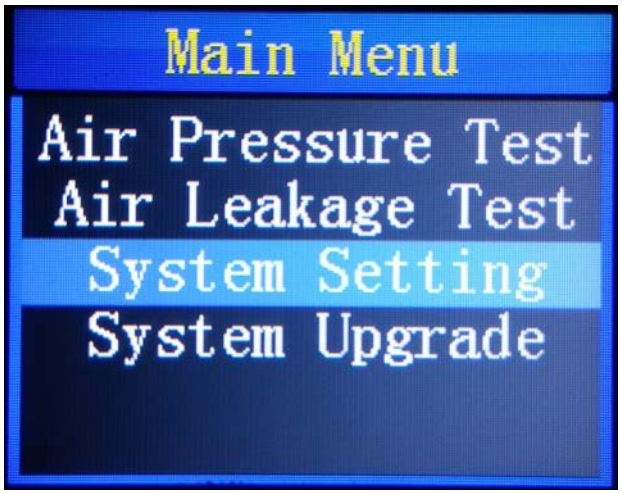

Figure 1
1. Enter into the **Main Menu** and use the **UP/DOWN** button to select **System Setting** (Figure 1), press the **ENTER** button to confirm, press the **MENU** button to exit.